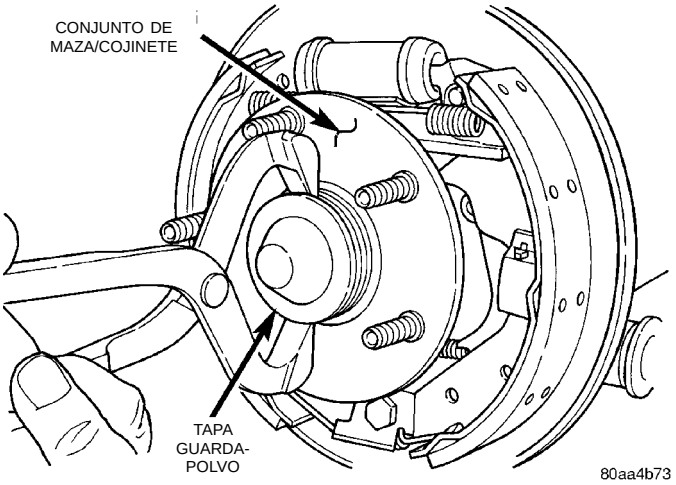

Fig. 98 Tapa guardapolvo del conjunto de maza/ cojinete trasero
(4) Retire la tapa guardapolvo (Fig. 98) del conjunto de maza/cojinete trasero.